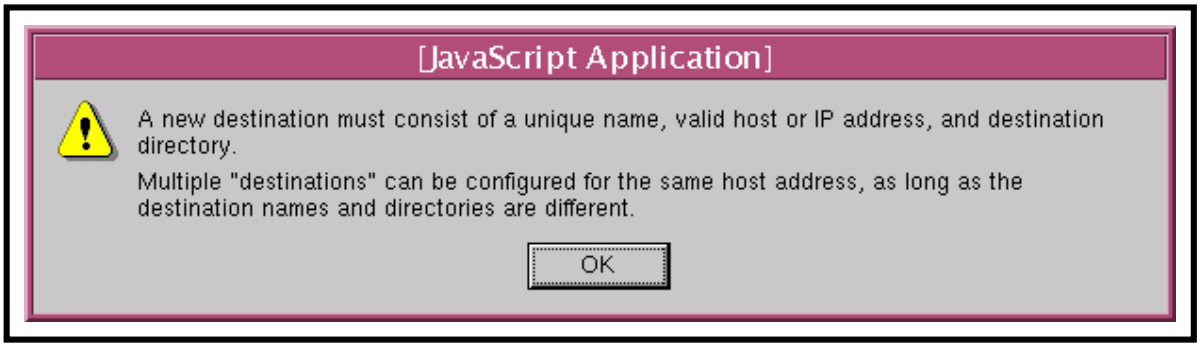

Figure 61. Example of HelpOnDemand
- Figure 61 provides an example of HelpOnDemand.